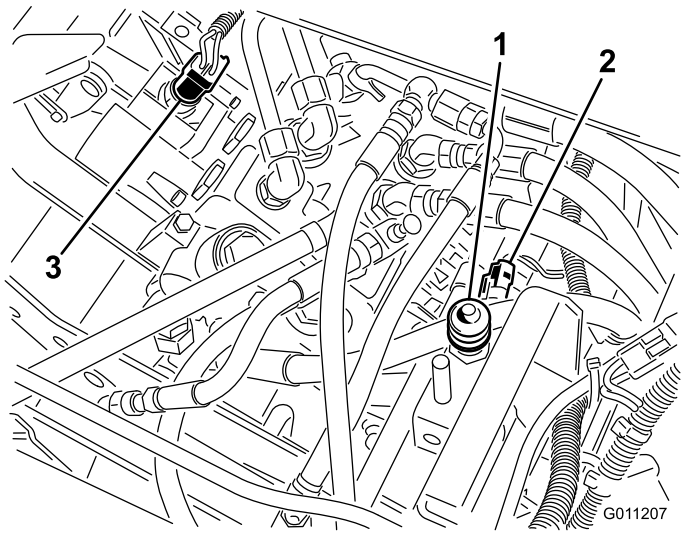

Figur 46
2. Fjern beskyttelsen fra knappenden av setebryteren (Figur 46), og ta vare på den for å feste den på den nye bryteren. Trekk ut bryterkoblingene.
2. Koble bryterkoblingene fra trekkbryteren som er montert i ventilrekkedekslet på velgerventilen (Figur 46).
2. Koble bryterkoblingene fra enden av bryteren for klipping/løfting, som er montert i ventilrekkedekslet (Figur 46).